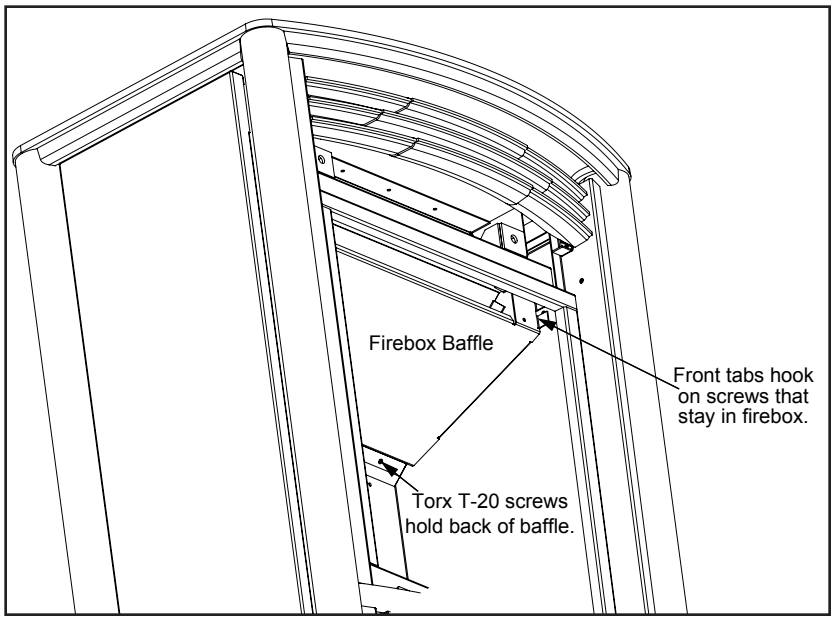

Figure 26: Firebox Baffle Installation.
6. Remove the two (2) Torx T-20 screws holding the back of the firebox baffle in place and unhook the front tabs (refer to Figure 26).